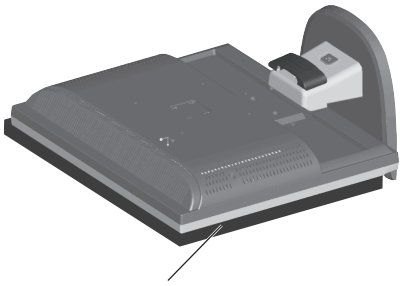

Рисунок R.1
2. Положите монитор экраном вниз на неабразивную поверхность (**Рисунок R.1**).
1. Положите монитор экраном вниз на неабразивную поверхность (**Рисунок R.1**).